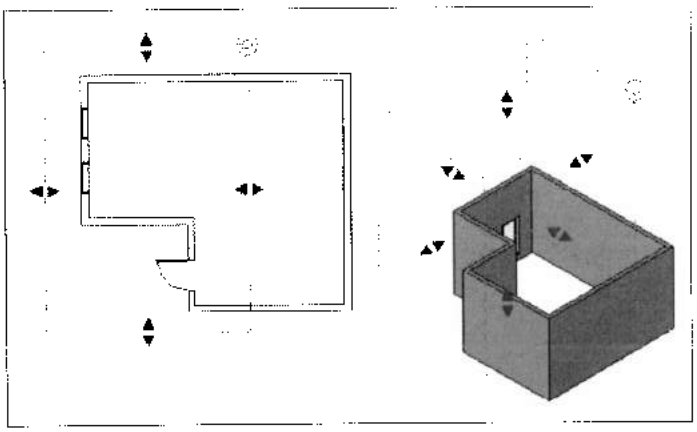

Рис. 4.25. *Область видимости и ручки управления на ней*
3. Создать прямоугольную область видимости, нарисовав курсором по диагонали рамку (рис. 4.25).